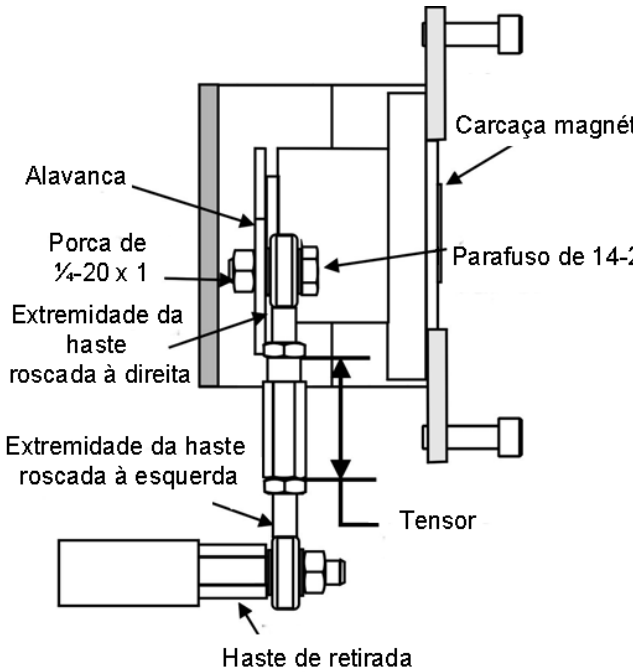

Figura 17 - Ligação recíproca
5. Rosqueie a haste de deslocamento no conector da haste do atuador. Consulte a *Figura 17* na página 47. Certifique-se de que o ponteiro de deslocamento localizado no acoplamento está posicionado corretamente.
10. Rosqueie o tensor na extremidade da haste rosqueada à esquerda. Consulte a *Figura 17* na página 47.